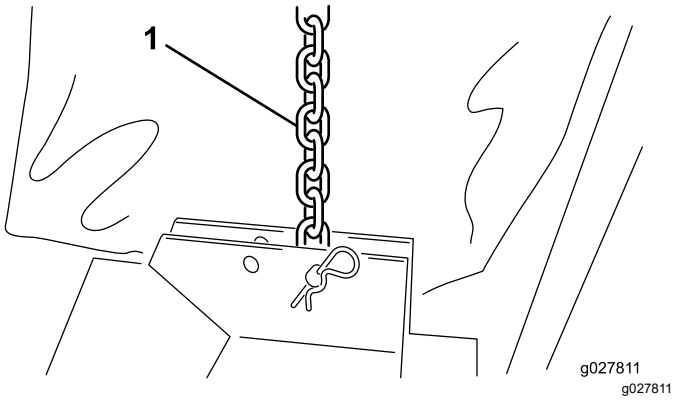

Figur 3
3. Koble hver løftekjede til tilsvarende klippeenhetsbrakett med en splittpinne og en hårnålssplint (Figur 3).